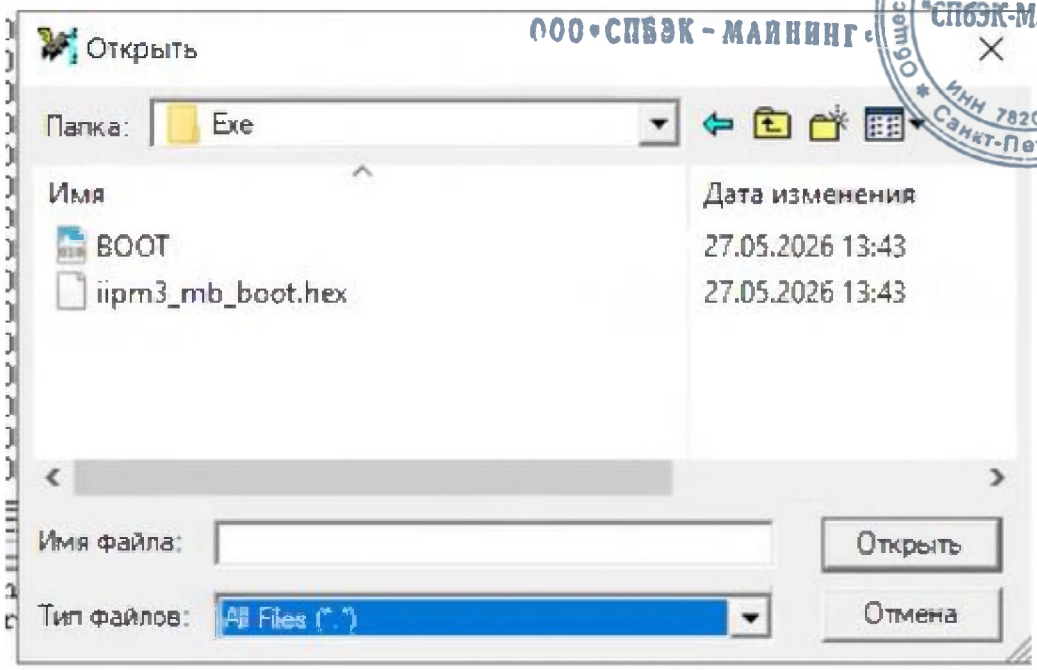

Рисунок 47
5.2.7 В открывшемся окне выбрать исполняемый файл загрузочной части iipm3_mb_boot.hex, сконфигурированный в п. 4.5.5 в директории: C:\Рабочий стол\NAP160\FW_realise\commit_mvp\FW_AKB_STM8L05\FW_AKB_MB_STM8L05\Boot\Debug\Exe (Рисунок 47).